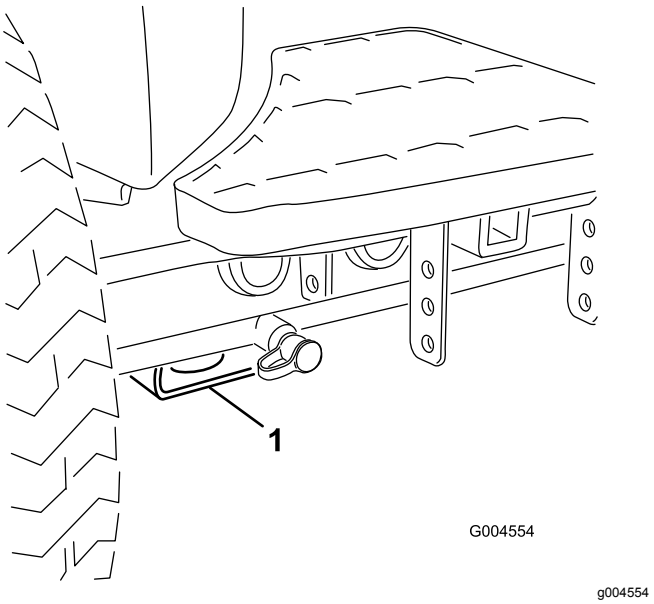

Figur 57
- For – rektangulær plade, under akselrøret, indvendigt i forhold til hvert fordæk (Figur 57).